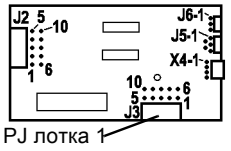

Рисунок 4 PWB управления лотка 1
- Подсоедините черный щуп мультиметра к J2-4 PWB управления лотка 1 (Рисунок 4).